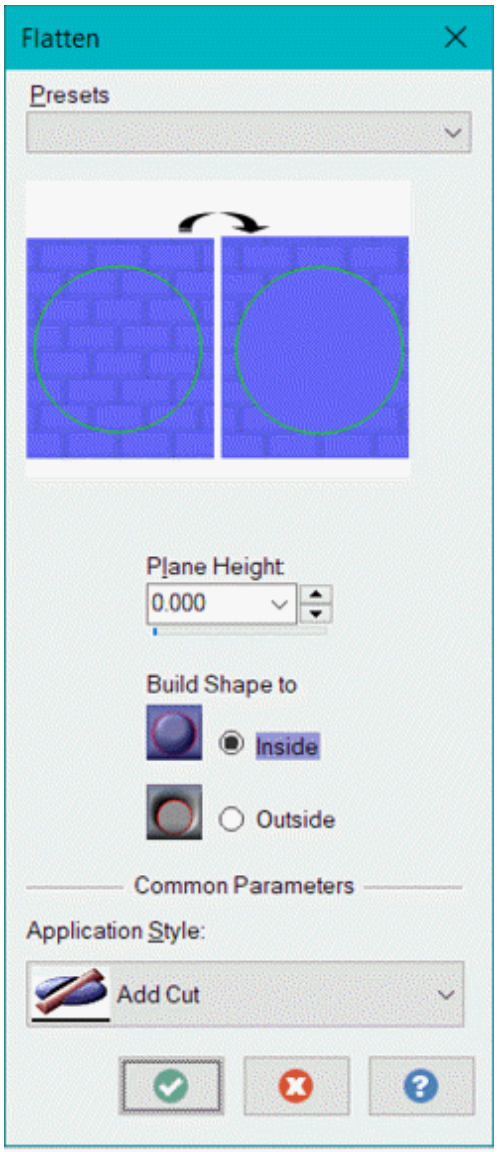

Figure-40. Flatten dialog box
- Select the closed loop wireframe chain enclosing the art surface to be flattened and click on the **OK** button from the dialog box. The **Flatten** dialog box will be displayed; refer to Figure-40.